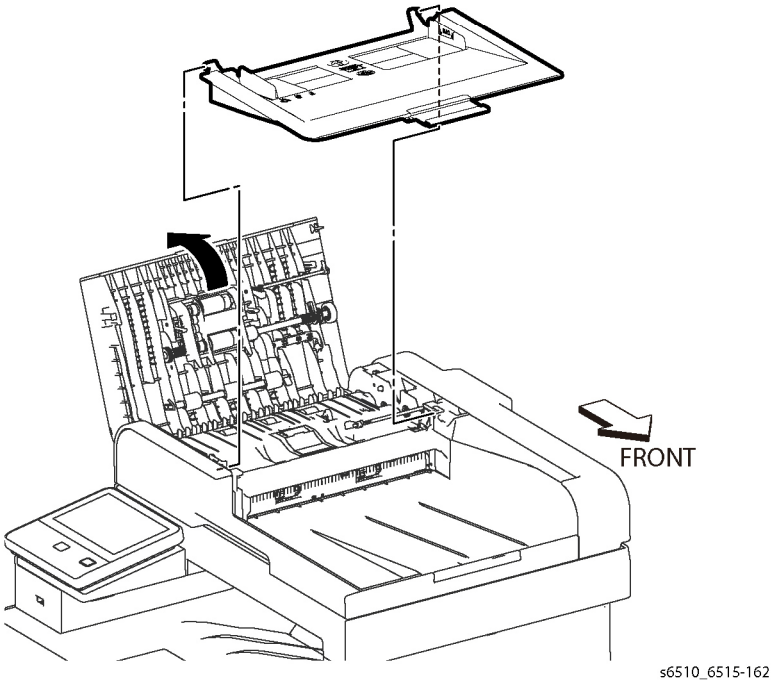

Figure 1 Remove the DADF Tray Assembly
1. Refer to Figure 1 to open the Upper Feeder Assembly.